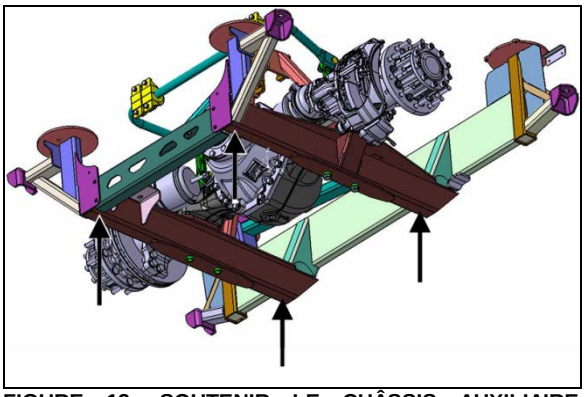

FIGURE 13: SOUTENIR LE CHÂSSIS AUXILIAIRE D'ESSIEU AUX QUATRE EMPLACEMENTS ILLUSTRÉS
8. Poser les chandelles sous le châssis auxiliaire de l'essieu moteur aux quatre emplacements illustrés à la FIGURE 13.